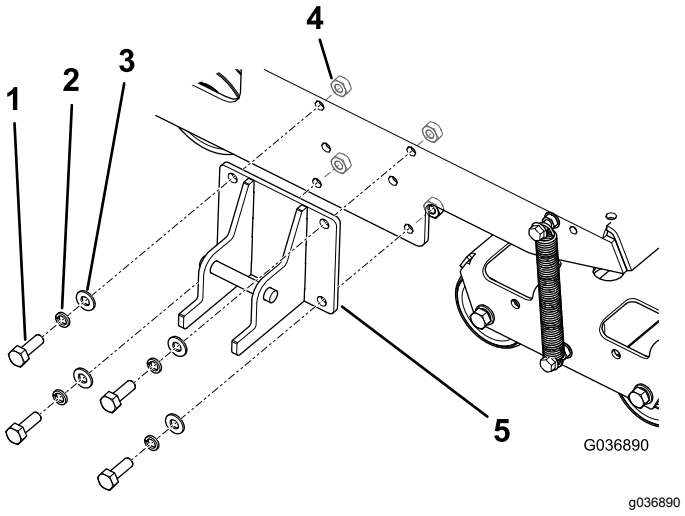

Figure 4
1. Montez le support de verrouillage sur le cadre de la machine, comme montré à la Figure 4.